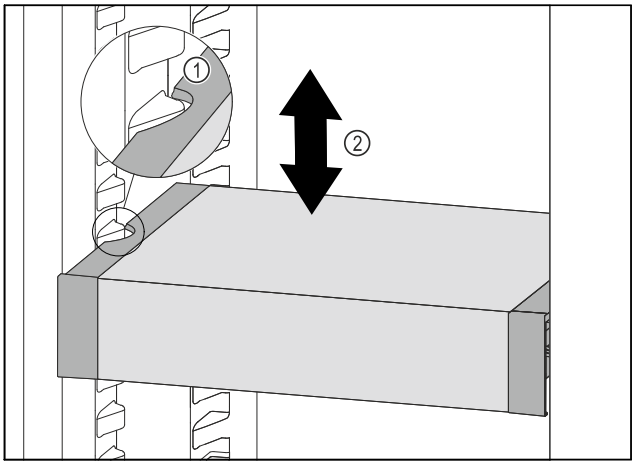

Fig. 179
▶ Tirare VarioSafe in avanti fino a quando le cavità laterali di VarioSafe non si trovano al livello della nervatura del contenitore nel vano frigorifero. *Fig. 179 (1)*
▶ Spostare VarioSafe verso l'alto o verso il basso nel vano frigorifero fino a raggiungere l'altezza desiderata. *Fig. 179 (2)*